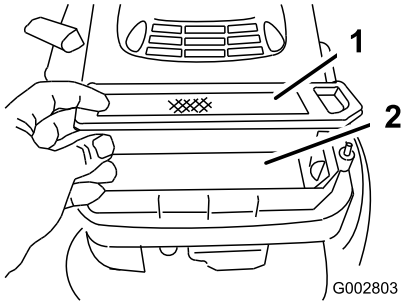

**Figura 23**
5. Togliete il filtro di carta dell'aria e gettatelo (Figura 23).